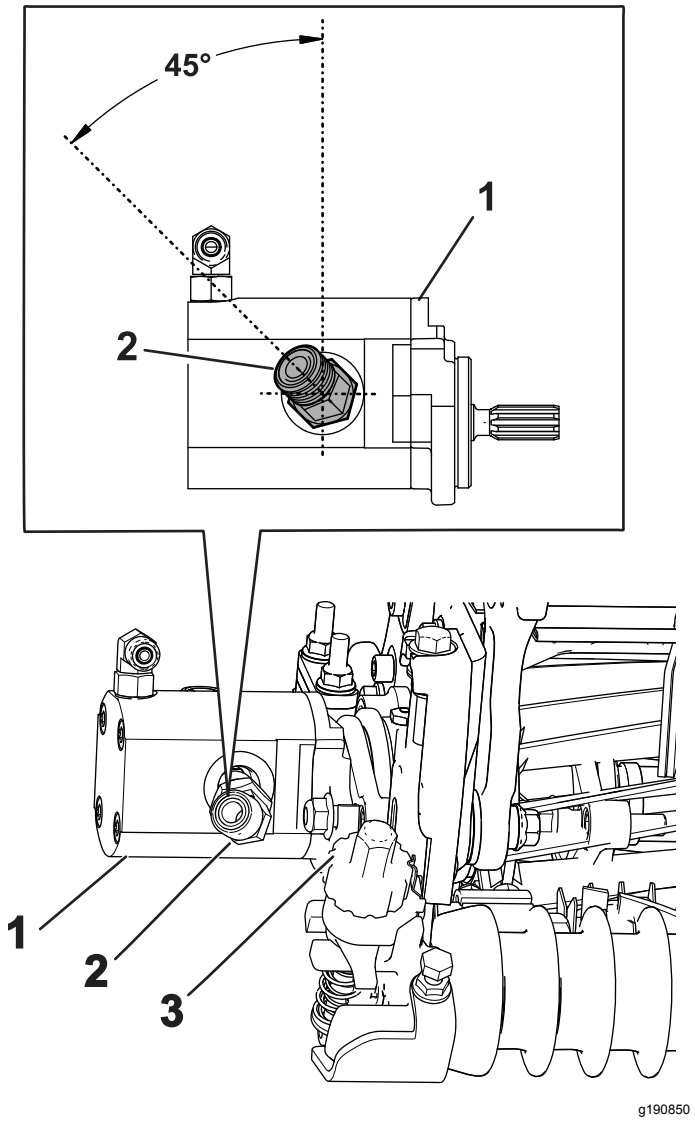

**Figur 22**
4. Montera den nya 45-graderskopplingen i den vinkel som visas i Figur 22. Dra åt kopplingen till 47–58 N·m.